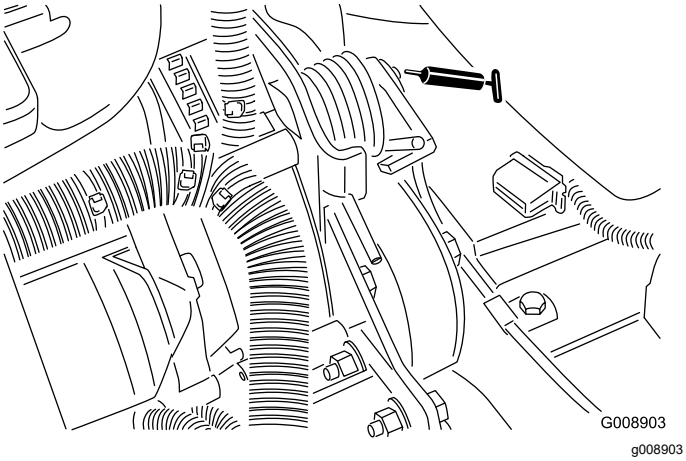

**Figur 51**
- Remspændingsdrejetap (Figur 51)